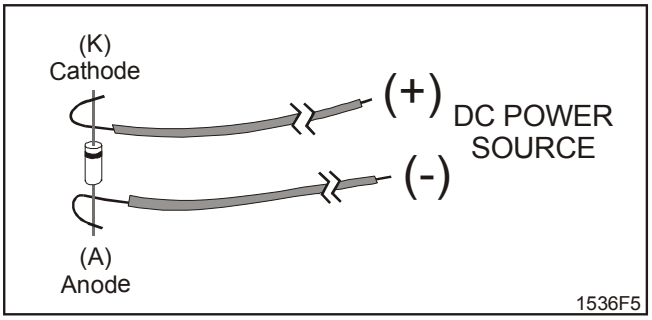

Figure 8: Diode for DC Powered Door Strikes
1. For DC powered door strikes, install a diode (IN4004 or equivalent) at the strike with the positive DC power connected to the cathode (K), or banded, end of the diode (see Figure 8).